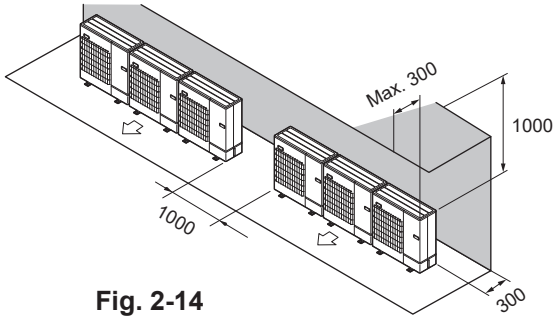

Fig. 2-14
(2) Obstacles uniquement à l’arrière et au-dessus (Fig. 2-14)